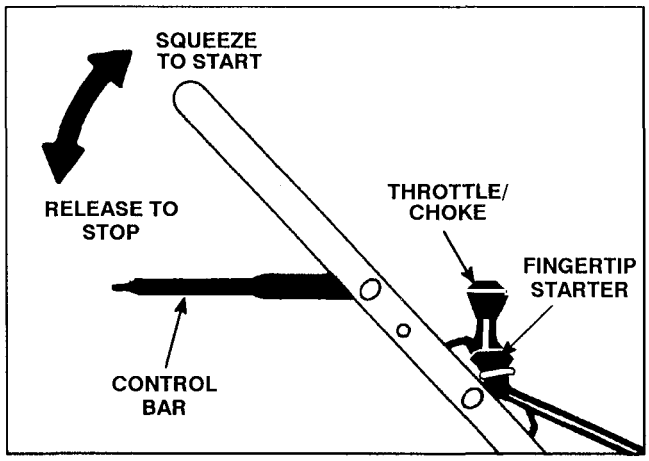

Figure 4
1. CONTROLS—Throttle, control bar, and fingertip starter are on upper handle (Fig. 4).
3. STARTING—Move throttle to CHOKE. Lift control bar to handle and hold. Pull fingertip starter out until positive engagement results; then pull vigorously to start the engine. When engine starts, remove throttle (Fig. 4) from CHOKE and regulate as desired.